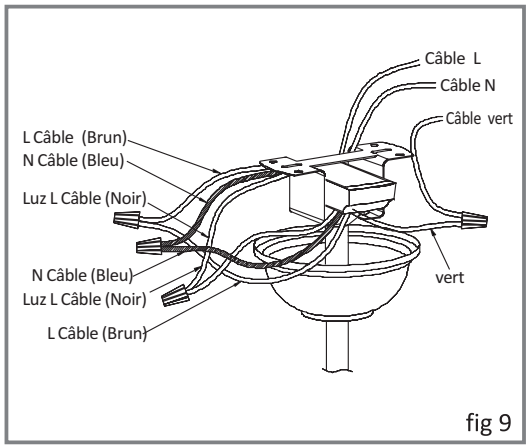

fig 9
3) Après le raccordement des câbles, séparez-les de telle sorte que le vert et le Bleu sont d'un côté et le fil Brun de l'autre côté (Fig.9)